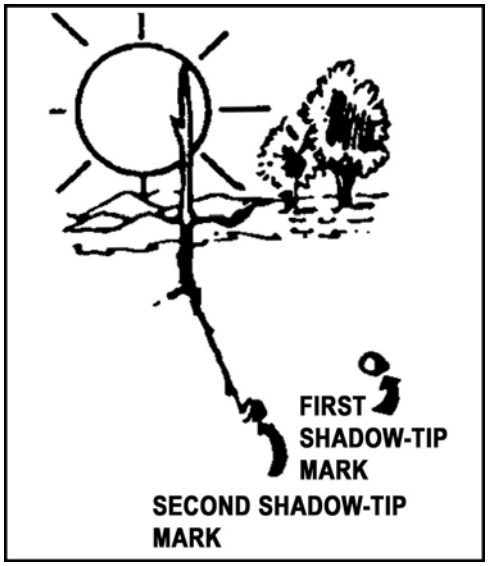

Figure C-41. Second shadow-tip mark
b. Wait 10 or 15 minutes until the shadow tip moves a few inches. Mark the new position of the shadow tip as in step 1a (figure C-41).